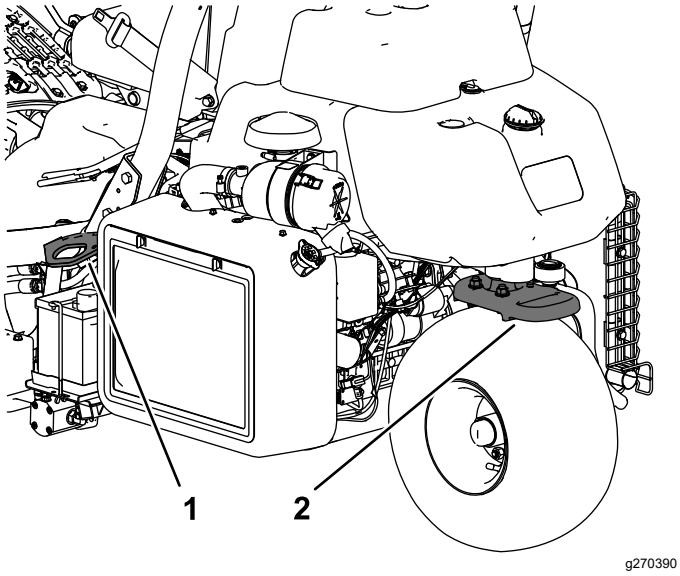

Figura 26
- Fissate saldamente la macchina in basso utilizzando cinghie, catene, cavi o corde. Sia la cinghia anteriore, sia quella posteriore dovranno essere rivolte verso il basso e all'esterno rispetto alla macchina (Figura 26).